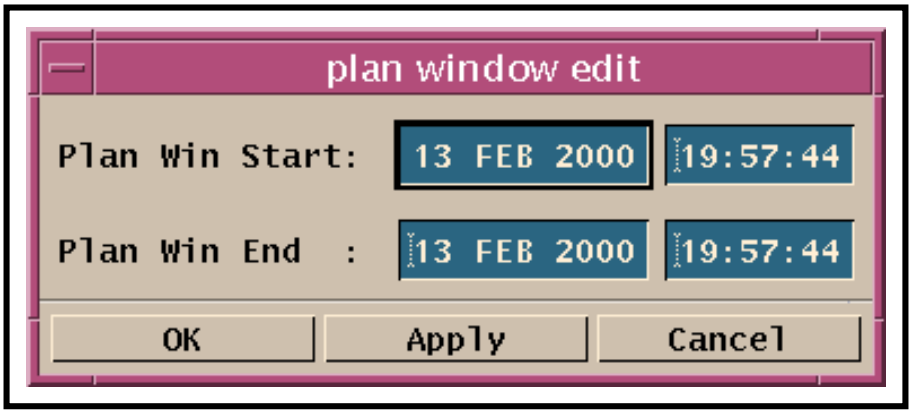

Figure 50. Plan Window Edit Window
- The **plan window edit** window (Figure 50) is displayed.